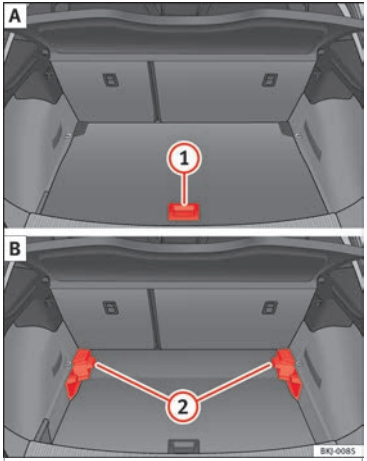

Fig. 170 Piso variable del maletero: A posición alta; B posición baja.
- Levante el piso por el asidero ››› **fig. 170** 1, tire de él hacia atrás hasta que la parte delantera del piso rebase totalmente los soportes 2.